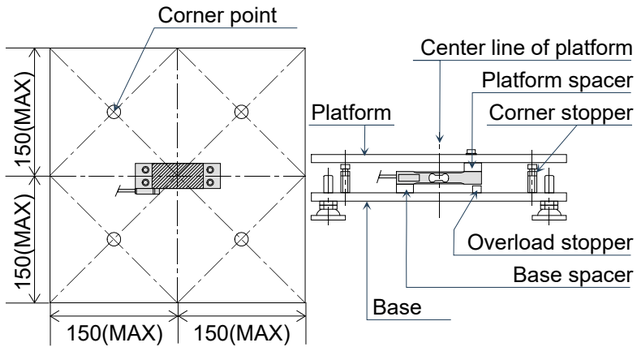

Figure 1
7) For the allowable dimensions of the platform, see Figure 1. Also, when designing a platform, refer to the "3.2. Overload precautions".